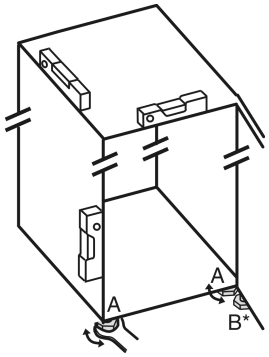

Fig. 27
▶ Atornillar las patas regulables *Fig. 27 (A)* con la llave fija adjunta y un nivel de burbuja hasta que el electrodoméstico quede bien alineado y nivelado.
▶ Desenroscar la pata regulable *Fig. 27 (B)* en el soporte de cojinete con la llave fija adjunta hasta que se pose en el suelo.
▶ Girar la pata de ajuste *Fig. 27 (B)* como máximo otros 90° para evitar daños en la puerta.